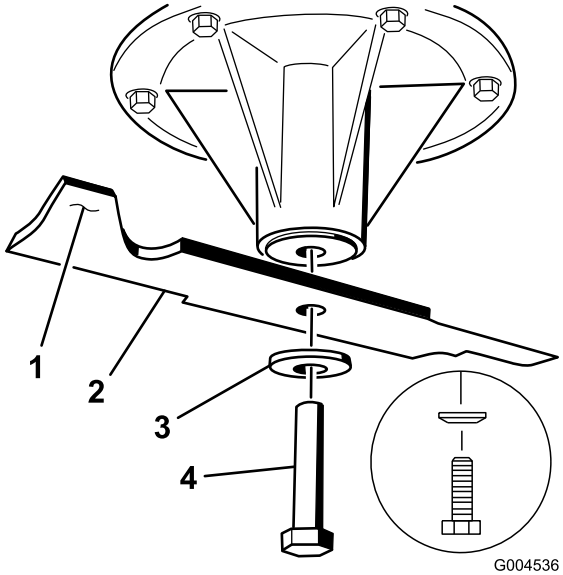

**Figur 83**
1. Monter kniven på spindelakselen (Figur 83).
2. Monter fjærskiven og knivbolten. Fjærskivekonusen må monteres mot bolthodet (Figur 83). Knivbolten trekkes til med et moment på 115–150 Nm.